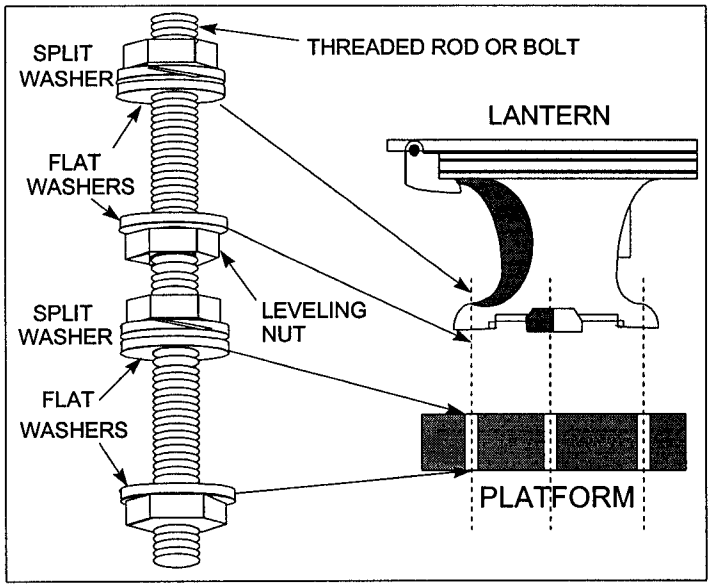

Figure 3-1
a. Install three (3) threaded rods or bolts on the platform as shown in Figure 3-1 (only three of the four holes in the base are used). Add the leveling nut and flat washer at this time.